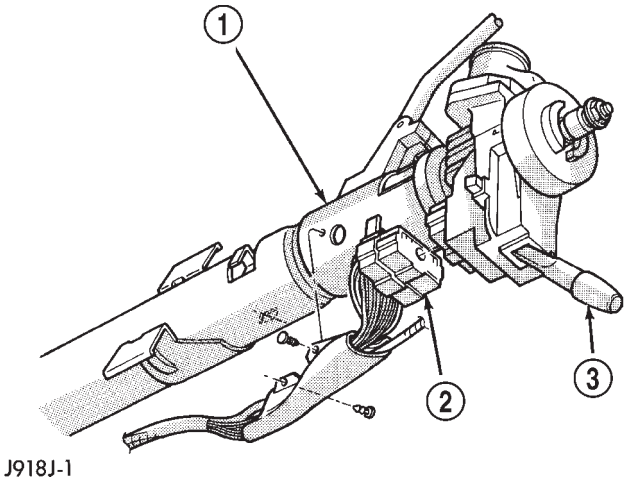

Fig. 6 Multi-function Switch
(9) Remove the tilt lever (if equipped) from the column.
(10) Remove the upper and lower lock housing shroud and remove the lower fixed shroud.
(11) Remove the turn signal multi-function switch connector with a 7mm socket (Fig. 6).